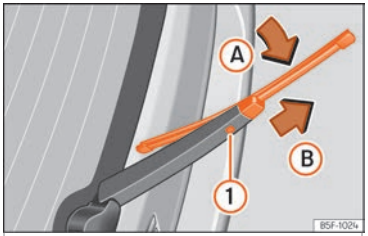

Fig. 86 Changing the rear wiper blade
- Turn the blade slightly ››› **Fig. 86** [arrow (A)].
- Hold down the release button (1) while gently pulling the blade in the direction of arrow (B). »
- Insert a new blade of the **same length and type** in the rear wiper arm in the opposite direction to the arrow (B) and hook into place button (1).